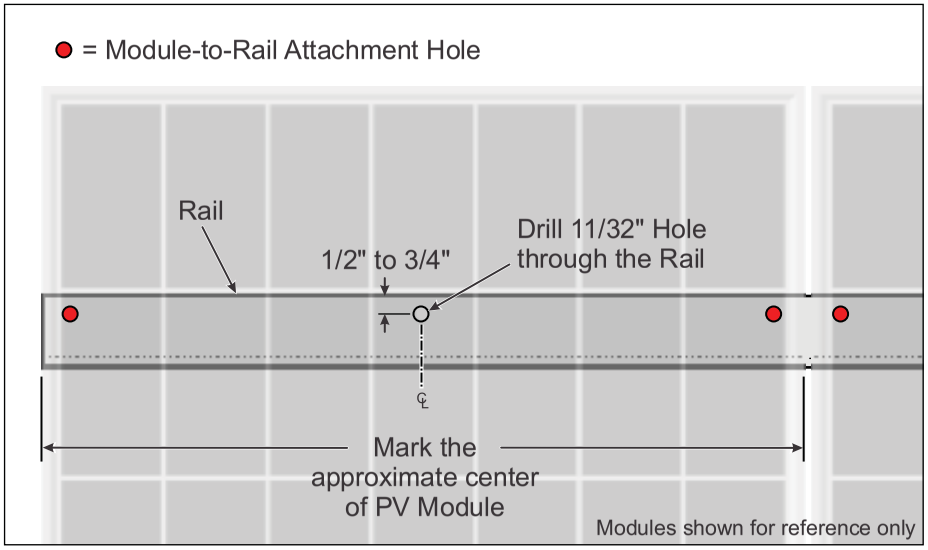

Figure 2: Measure, Mark, and Drill
A. Mark and then drill a 11/32" hole through the Rail where the Inverter will be attached. (See Figure 2)